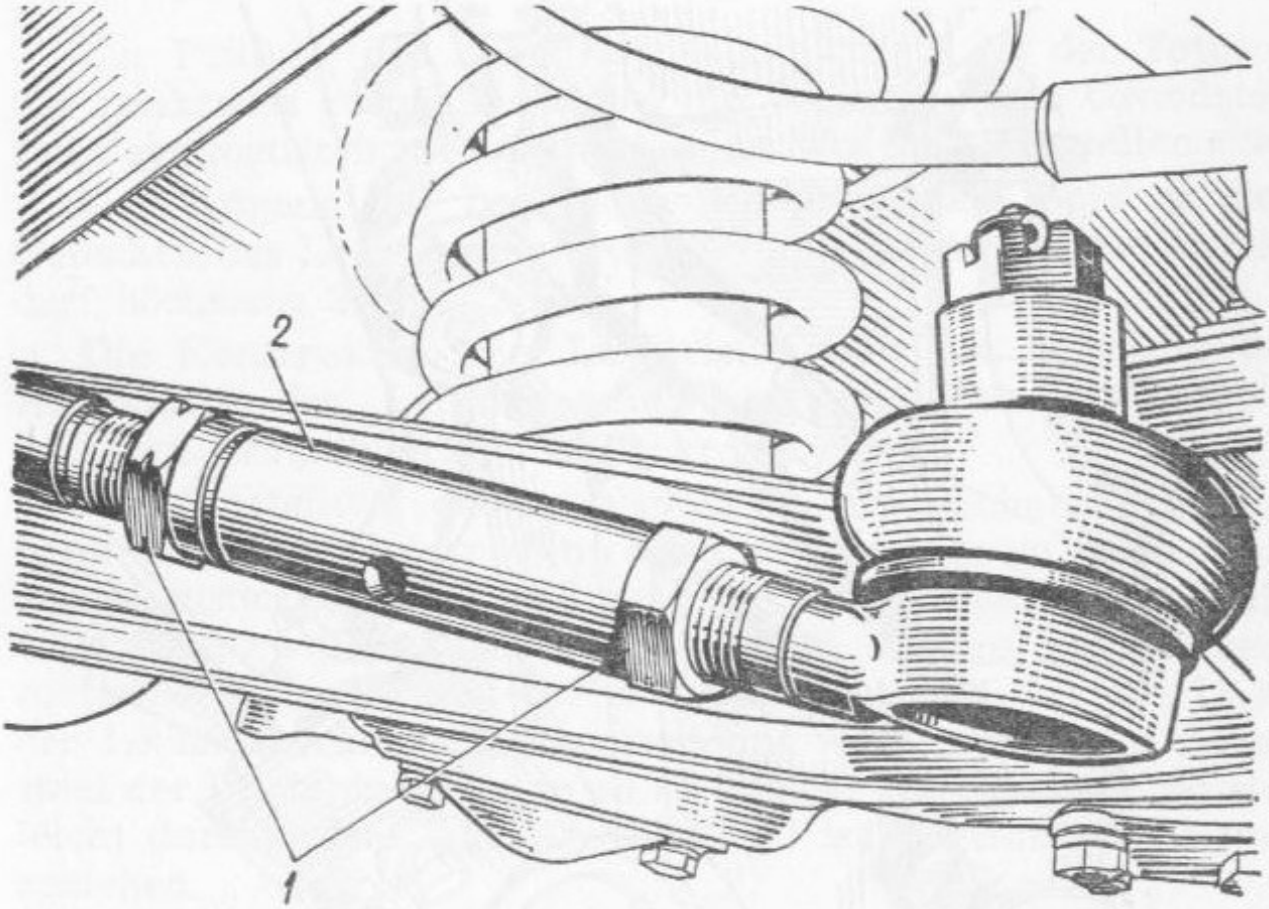

Bild 80. Einstellung der Vorspur der Vorderräder:
Falls die beim Messen erhaltenen Größen vom zulässigen Wert um höchstens 5 *mm* abweichen, kann die Vorspur durch Änderung der Länge nur einer der Spurstangen (z.B. der rechten) eingestellt werden (Bild 80). Dazu sind zwei Gegenmuttern *1* (Gegenmutter mit den eingekerbten Kanten hat Linksgewinde) zu lockern und die Einstellmuffe *2* in nötigem Sinn zu drehen. Darauf Vorspur wieder prüfen und falls sie 1—2 *mm* betrifft, Gegenmuttern festziehen, wobei darauf zu achten
2. Zwei Gegenmuttern *1* (Bild 80) an der linken Spurstange lockern (die Gegenmutter, welche näher zur Längsachse des Wagens angeordnet ist, hat Linksgewinde).